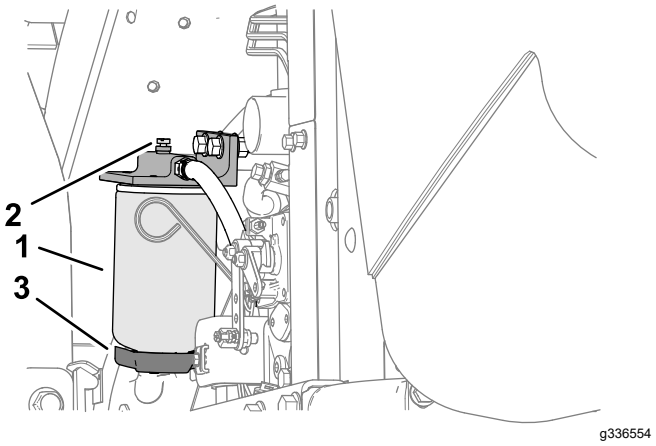

Figuur 77
4. Draai de aftapplug onder de filterbus los (Figuur 77).
3. Reinig de omgeving van de plaats waar de filterbus wordt gemonteerd (Figuur 77).